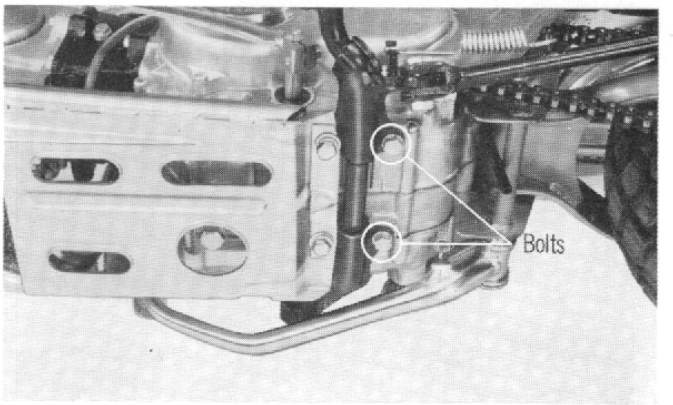

Fig. 93
(7) Remove the step bar from the crankcase by removing the 8 mm hex. bolts. **(Fig 93)**.